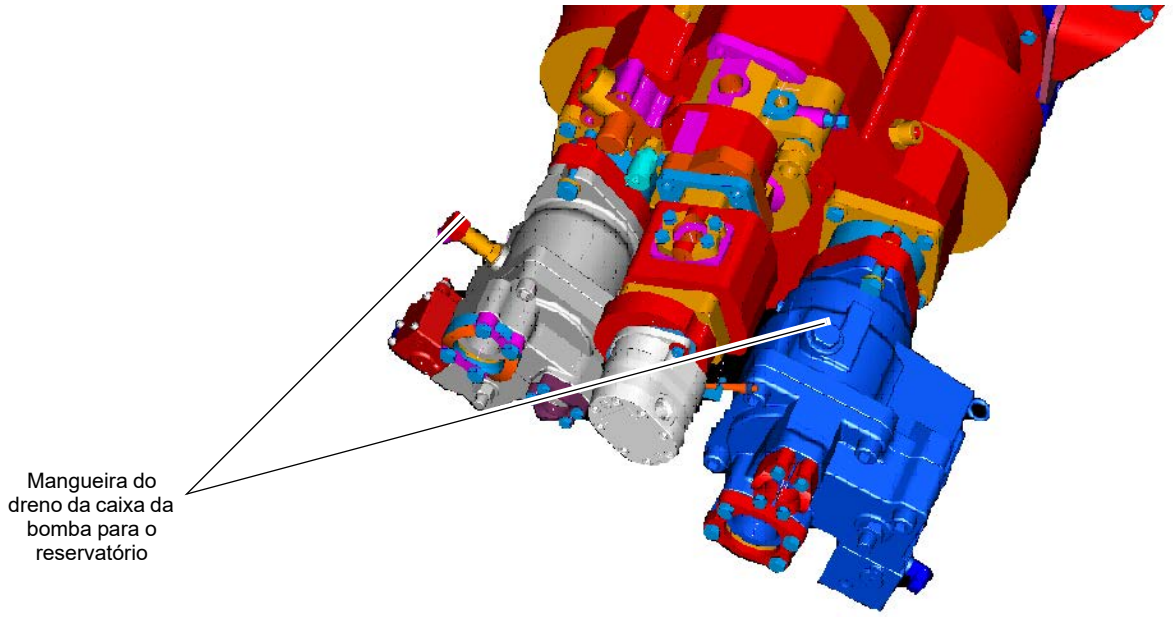

FIGURA 2-7
3. Remova a mangueira e o adaptador do dreno da entrada “DR” (Figura 2-7) em ambas as bombas e encha a carcaça com o mesmo fluido hidráulico usado para abastecer o reservatório hidráulico, até a parte inferior da entrada do dreno do anel de vedação da caixa. Reinstale adaptador e a mangueira do dreno da caixa que ligam ao reservatório hidráulico.